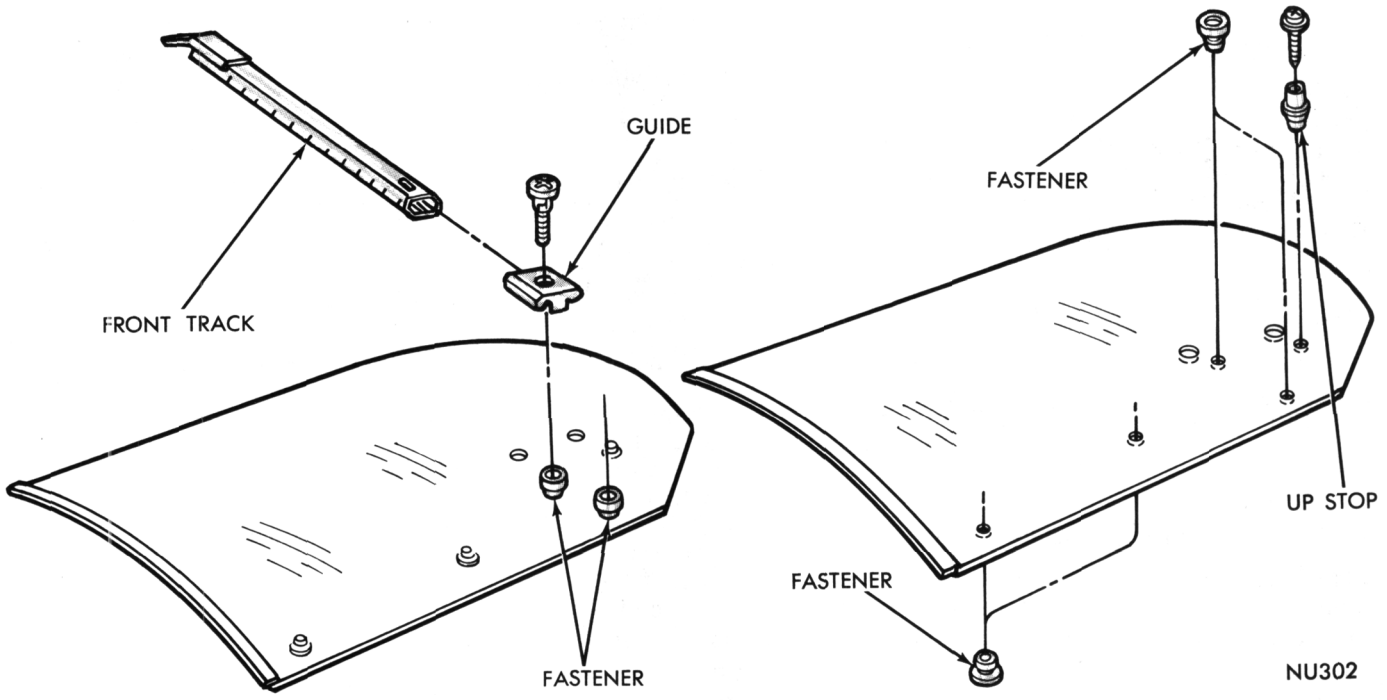

Fig. 28—Glass Assembly
(5) Remove front track from glass guide and guide from glass (Fig. 28).
(6) Remove fasteners and up stop from glass (Fig. 28).
(1) Place glass on table with outside of glass facing upward.
(2) Install fasteners and up-stop in glass (Fig. 28).
(3) Position track guide over fasteners and secure with screw.
(4) Slide front track lower end flanges through guide grooves.
(5) With regulator arms in the full down position insert door glass and front track assembly into door.
(6) Allow track to slide down to bottom of door panel.
(7) After up-stop bumper has cleared through glass opening, engage glass rear frame in rear channel run and lower glass to bumper of lower adjusting bracket.
(8) Secure front track upper and lower mounting brackets wtih screws.